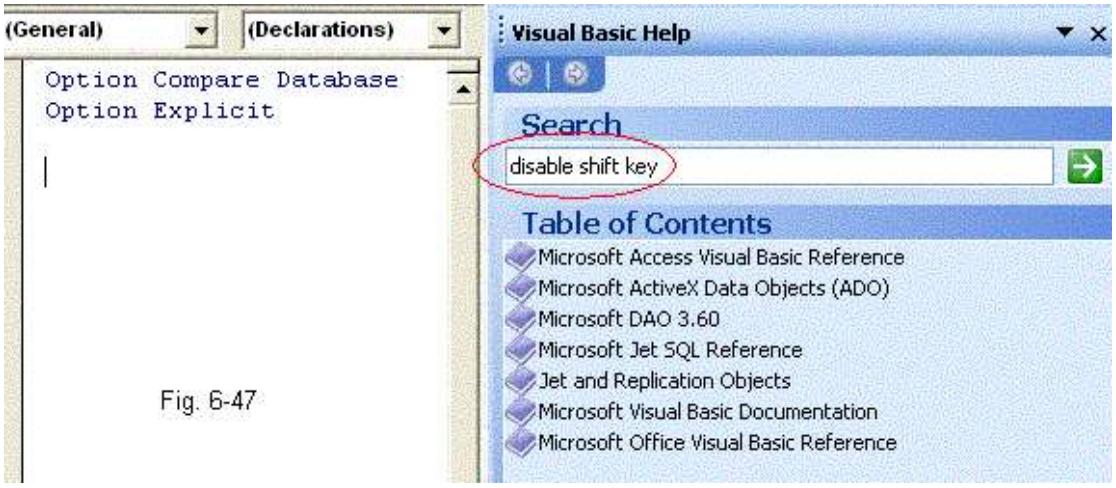

Fig. 6-47
2. Type **Disable Shift Key** in the **Search** box as shown in Fig. 6-47. Click the .